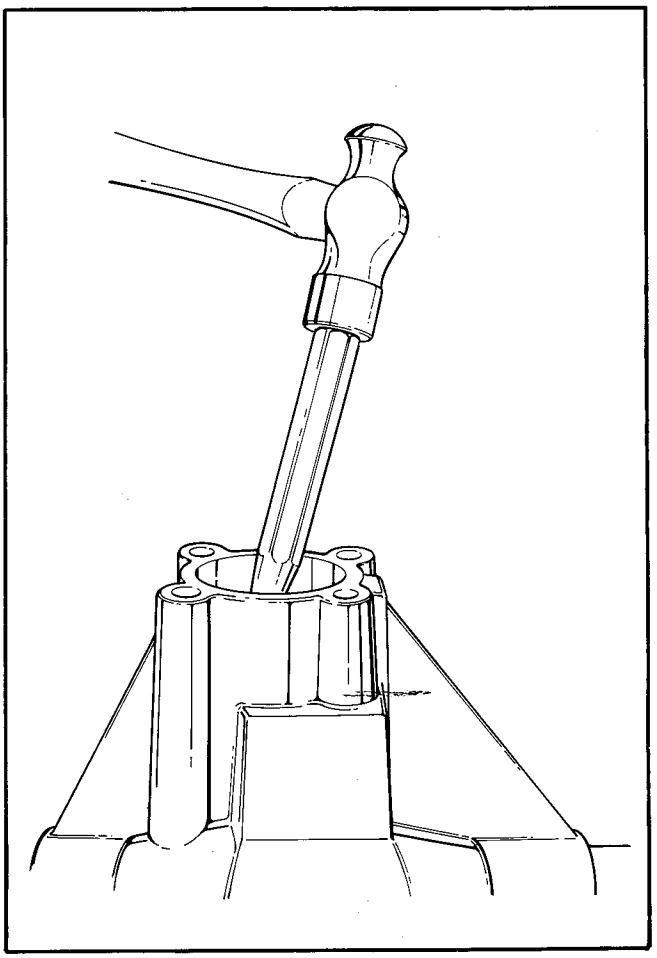

Figure 28 – Removing Rear Pinion Bearing Cup
t. Rear bearing cup (27) can be driven out with drift, Figure 28. Shims (29) are located between bearing cup (27) and carrier bore. Retain these shims for reassembly. Shims (29) are used to set pinion depth.